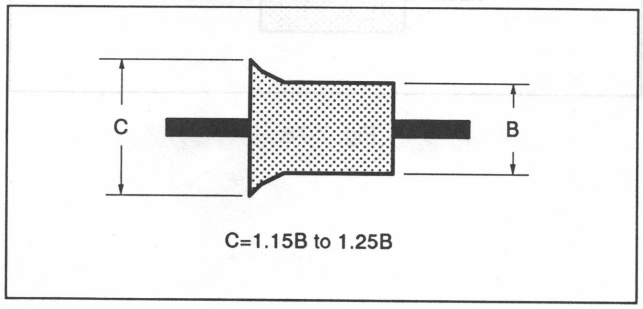

Fig. 7-71.
6) Raise the entrance side waveform slightly by turning No. 2 guide. (See Fig. 7-71.)